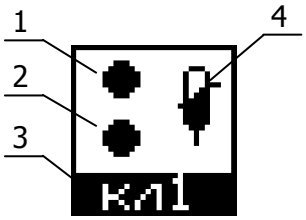

Рисунок 20 — Состояние канала
2.14.3 Состояние канала (рисунок 20) включает в себя состояние верхнего 1 и нижнего 2 оптических датчиков уровня, состояние электронного термометра 4 и состояние трехходового клапана 3. Наличие в позициях 1, 2 и 4 символов, показанных на рисунке означает, что соответствующие оптодатчики и термометр подключены. Наличие в позициях 1, 2 и 4 символа (—) означает, что соответствующий оптодатчик или термометр не подключен или неисправен.